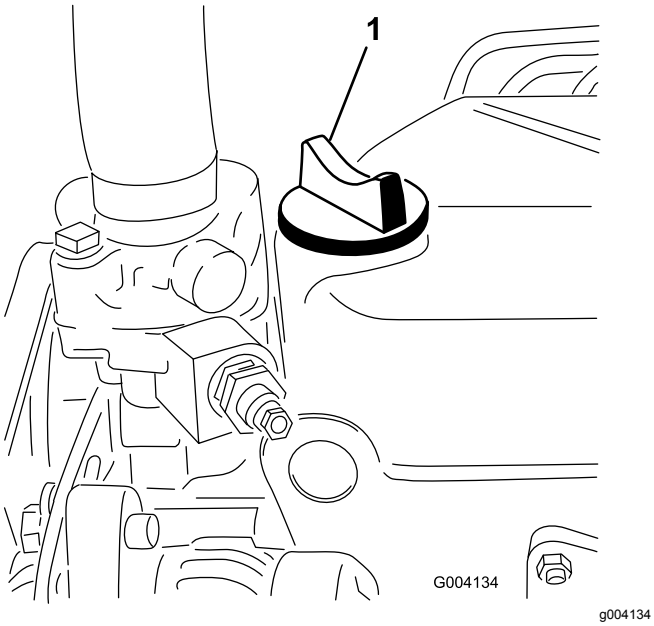

Figur 30
5. Hvis oljenivået er under FULL-merket, tar du av oljelokket (Figur 30) og fyller olje til nivået når opp til FULL-merket på peilestaven.